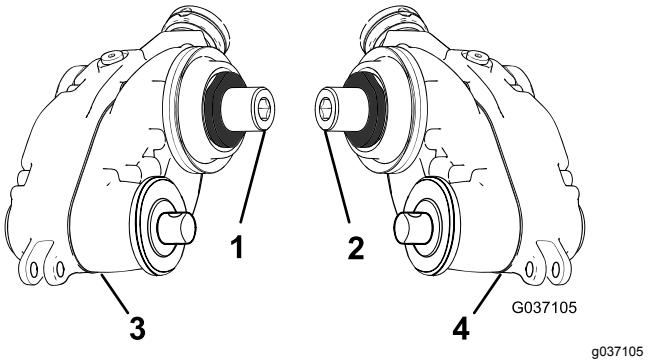

Figure 7
1. Identifiez les boîtiers d'entraînement des groomers côtés gauche et droit ; voir Figure 7.